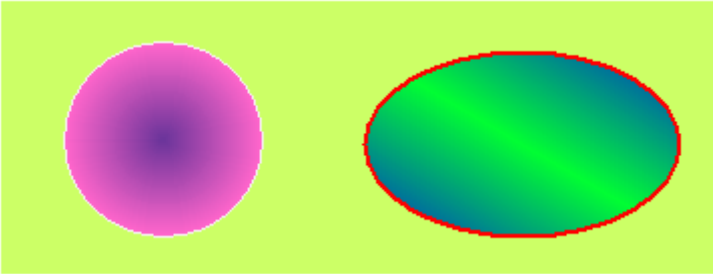

Рисунок 4-32 Пример рисования эллипса/круга
- Вы можете настроить свойства эллипса/круга, используя кнопки выпадающих меню и точной настройки. SKWorkshop предлагает 15 типов линии рамки, 10 типов толщины и 21 шаблон заливки для эллипса/круга, чтобы сделать графику более привлекательной и яркой. Смотрите рисунок 4-32